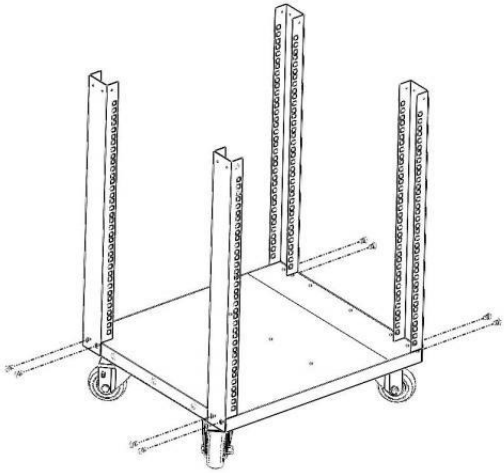

Figura 2
2. Allineare IL angolo supporto ( ③ ) con pannello inferiore ( ② ) , sicuro con 2 viti di fissaggio di assemblaggio M 5 (⑦) tramite cacciavite elettrico . quindi adotta stesso passaggio per fissare il resto dei 3 supporti angolari (③) . Vedere Figura 2 .